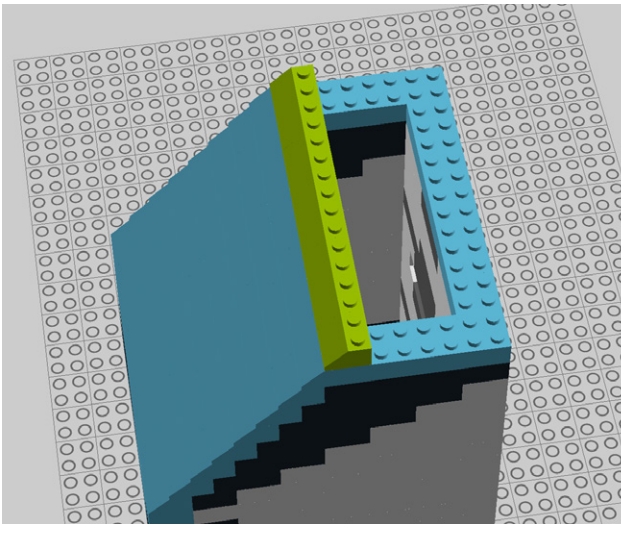

Figure 9-65. *Step 60: Adding another row of slopes*
60. Add six 2x2 and one 2x4 translucent slopes (Figure 9-65).